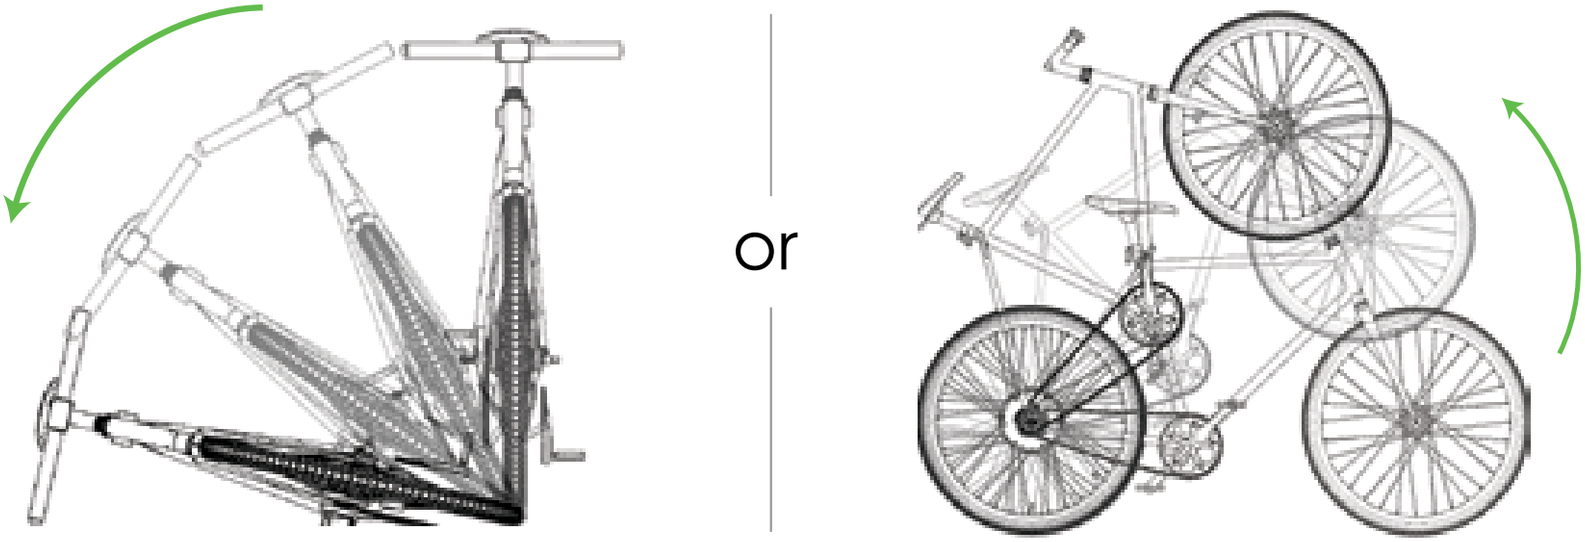

Abbildung 3: neigen Sie das Fahrrad, um BIKE+ all in one abzuschalten
BIKE+ all in one schaltet sich automatisch ab, um den Akkuverbrauch zu minimierten, wenn 2 Minuten lang keine Aktivität erkannt wird. Um **BIKE+ all in one** manuell abzuschalten, neigen Sie das Fahrrad senkrecht oder waagrecht, wie in Abbildung 3 gezeigt.
2.1 BIKE+ all in one Aktivierungsvorgang (siehe Abbildung 3)